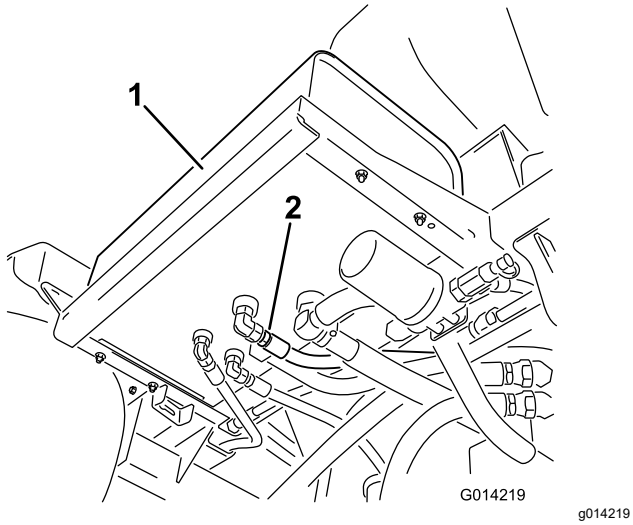

図 106
2. 油圧オイルタンクの底面についている油圧ホースフィッティングの周辺をきれいに拭く図 106。
4. ホースのフィッティングをタンクから外してオイルを容器に受ける図 106。